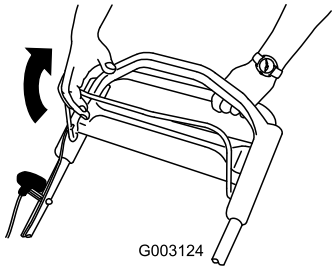

Bild 16
2. Ziehen Sie den Schaltbügel gegen den Bügel (Bild 16).